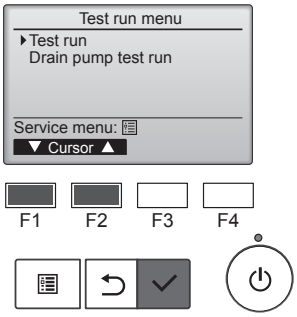

Fig. 7-2
② Wählen Sie „Test run“ (Testlauf) aus dem Testlauf-Menü, und drücken Sie die [AUSWAHL]-Taste. (Fig. 7-2)
③ Der Testlauf beginnt, und der Testlaufbildschirm wird angezeigt.